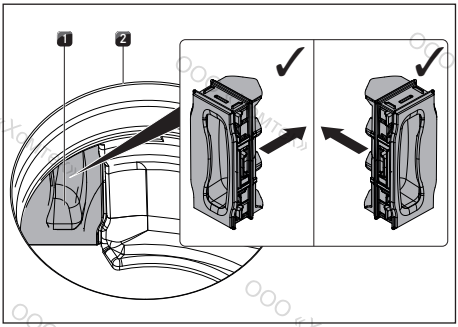

рис. 8.10 Установка откидной крышки фильтра
- ▶ Нажмите на находящуюся внутри отверстия для впуска воздуха откидную крышку фильтра до упора, чтобы она вошла в отверстие корпуса фильтра (установка откидной крышки фильтра, см. рисунок рис. 8.10).